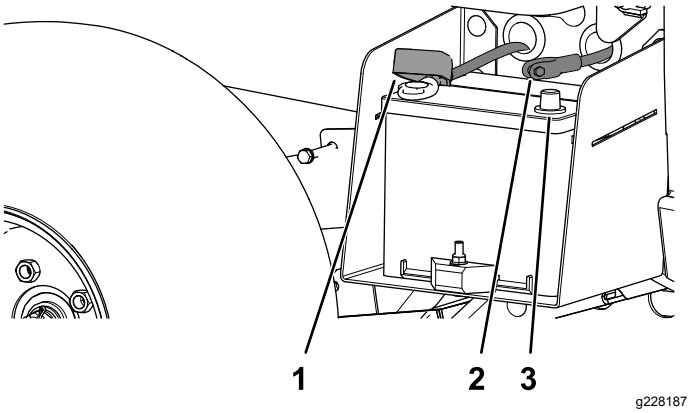

**Figur 5**
3. Kobl batteriets pluskabel (rødt) til batteriets pluspol (+), og fastgør kablet med bolte og møtrikker (Figur 5).